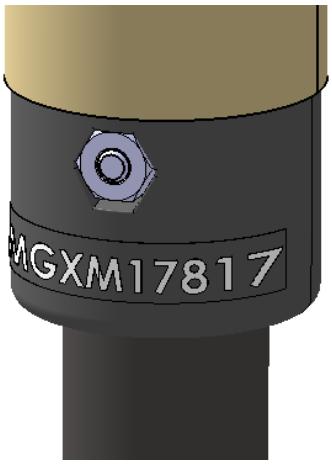

Figure 23 – Decal of the grip in the lower rear area
25. Refer to Figure 23. Remove the decal in the lower rear area of the grip.